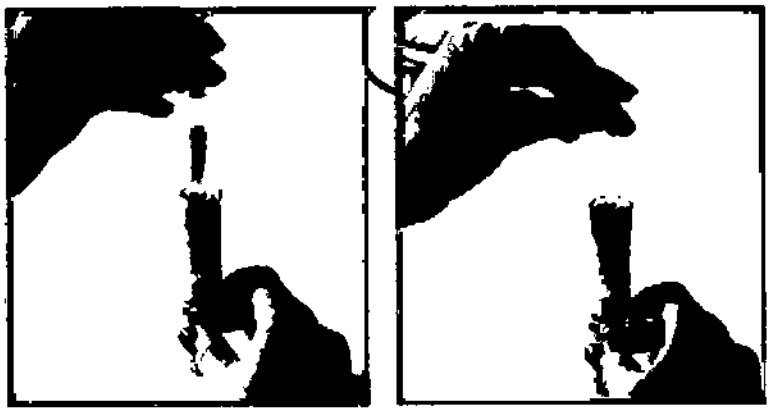

Figura 5
4. Tome la parte inferior (B) del autoinyector Bett.i, apóyelo sobre una superficie dura y plana. Inserte la jeringa por la parte superior y presione. Puede ayudarse con el dedo o con el vástago (H) invertido. Ver figura 5.
Presione la jeringa hasta que la misma haga tope en el cuerpo inferior del autoinyector Bett.i. Ver figura 5.